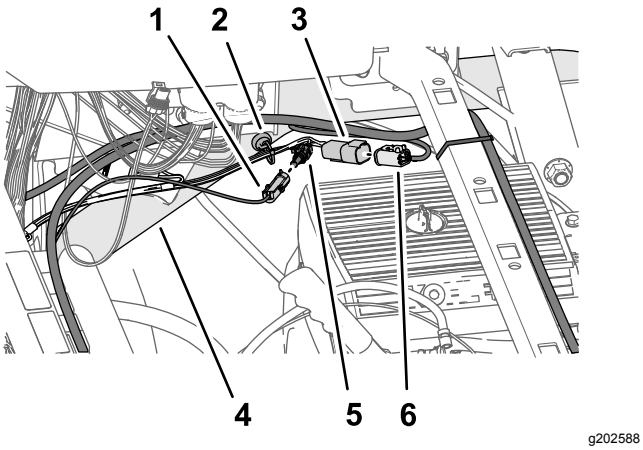

Rysunek 204
3. Podłącz złącze 1-stykowe wiązki przewodów akumulatora oznaczone ***WAŻNE*** TEN PRZEWÓD MOŻNA PODŁĄCZAĆ TYLKO DO ŹRÓDŁA ZASILANIA IMPULSOWEGO 12 V do złącza 1-stykowego gniazdowego odgałęzienia 66 cm wiązki przewodów z zestawu (Rysunek 204) oznaczonego (SW'D PWR FOR GEN 2 TOPCON).
4. Podłącz złącze 4-stykowe odgałęzienia wiązki przewodów 66 cm z zestawu oznaczone ZASILANIE ASC 10 ORAZ POŁĄCZENIE CAN Z MODUŁU X30 do złącza 4-stykowego gniazdowego odgałęzienia wiązki przewodów danych oznaczonego MAGISTRALA CAN 2/ASC 10 (Rysunek 204).